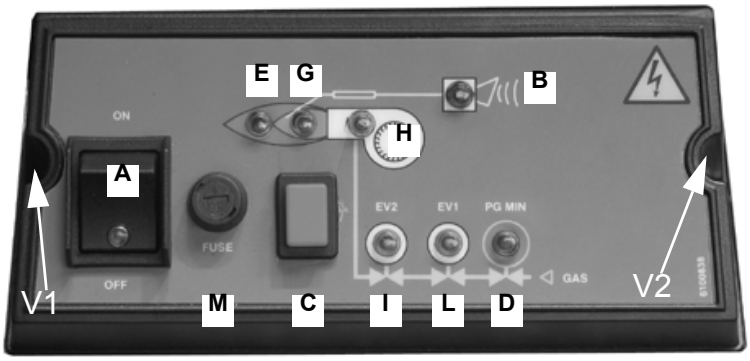

Fig. 40 - Pannello di controllo del bruciatore
Legenda Fig. 40
- Portare in posizione ON l'interruttore **A** sul pannello di controllo del bruciatore (Fig. 40).